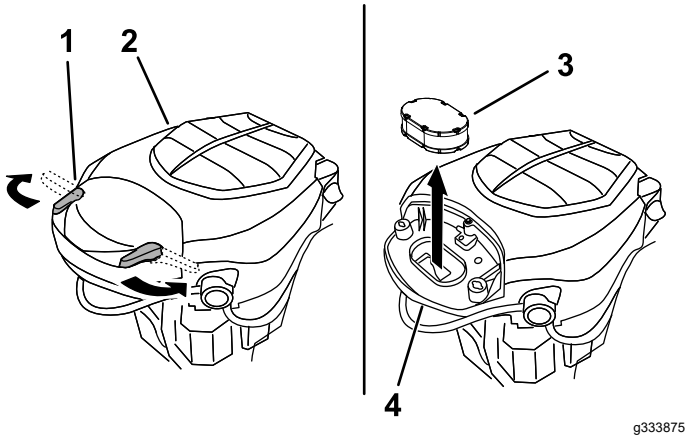

Rysunek 38
3. Zamontuj pokrywę i zamocuj ją przy pomocy zatrzasków (Rysunek 38).